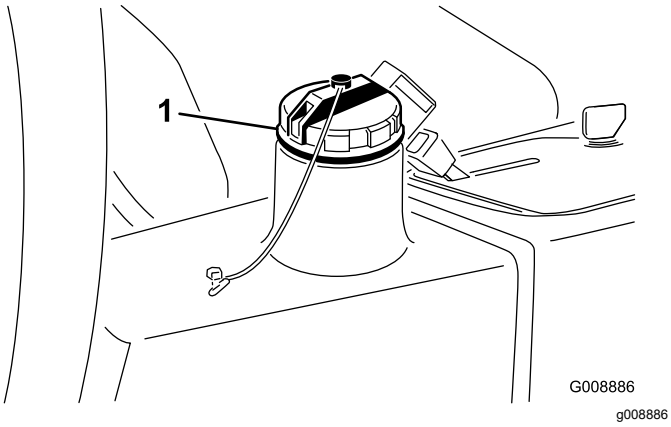

Figur 79
4. Fyll beholderen (Figur 79) med omtrent 13,2 liter hydraulikkvæske. Se Kontrollere det hydrauliske systemet (side 49).